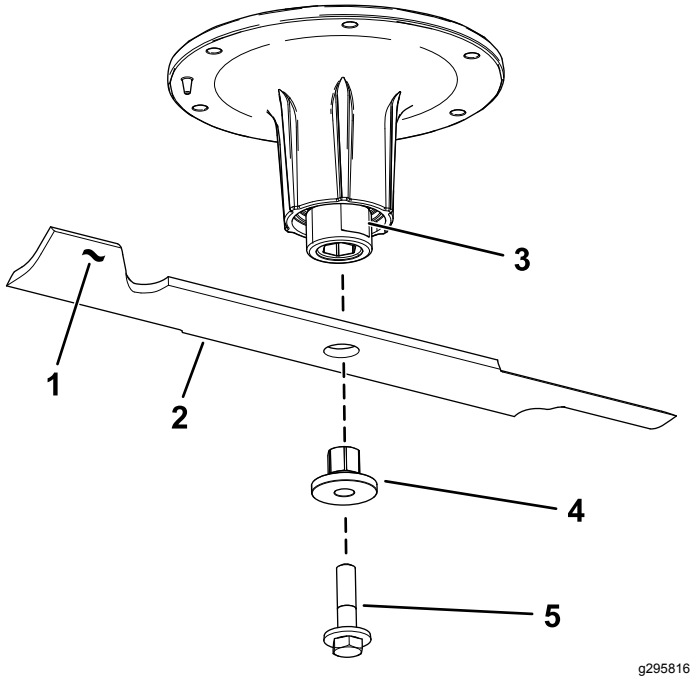

Figur 106
2. Fjern knivbolten, hylsen og kniven fra spindelakselen (Figur 106).